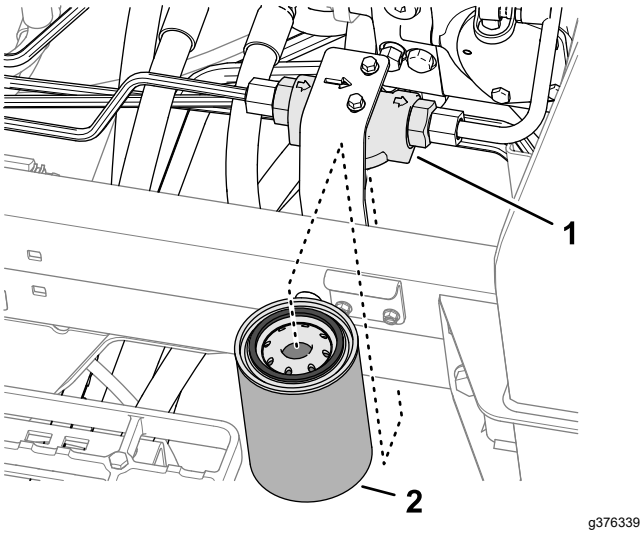

Figur 117
3. Placera ett avtappningskärl under laddningsfiltret på maskinens vänstra sida (Figur 117).